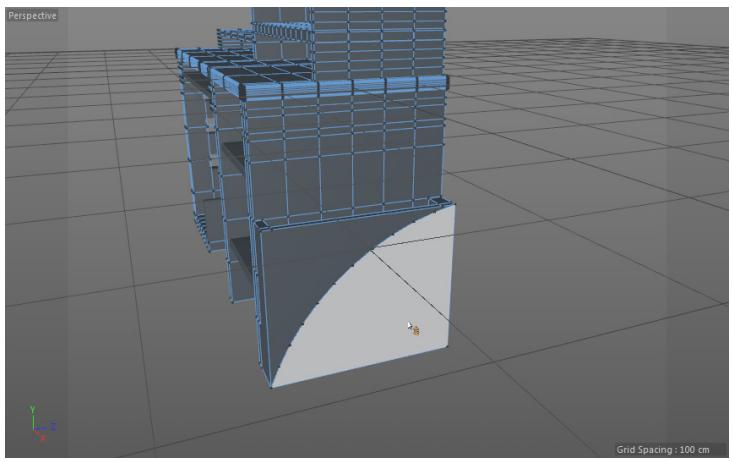
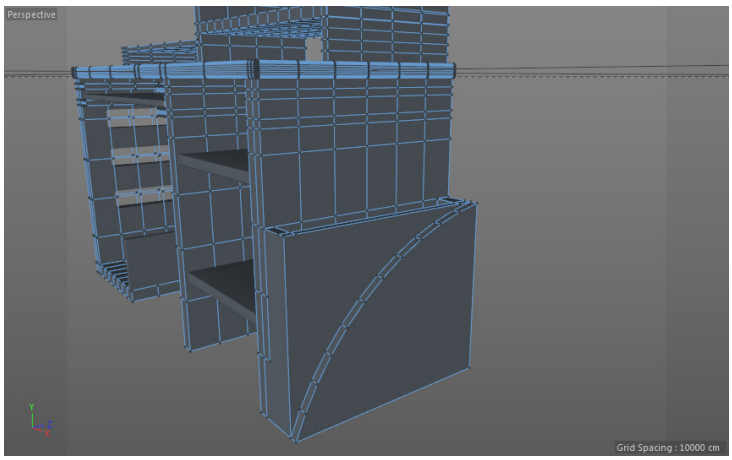

Figure 3-66 *Highlighted polygon*
Figure 3-67 *The extruded polygon*
10. Hover the cursor on the polygon; the polygon is highlighted, as shown in Figure 3-66. Next, hold the CTRL key and drag the highlighted polygon; the selected polygon is extruded, as shown in Figure 3-67.